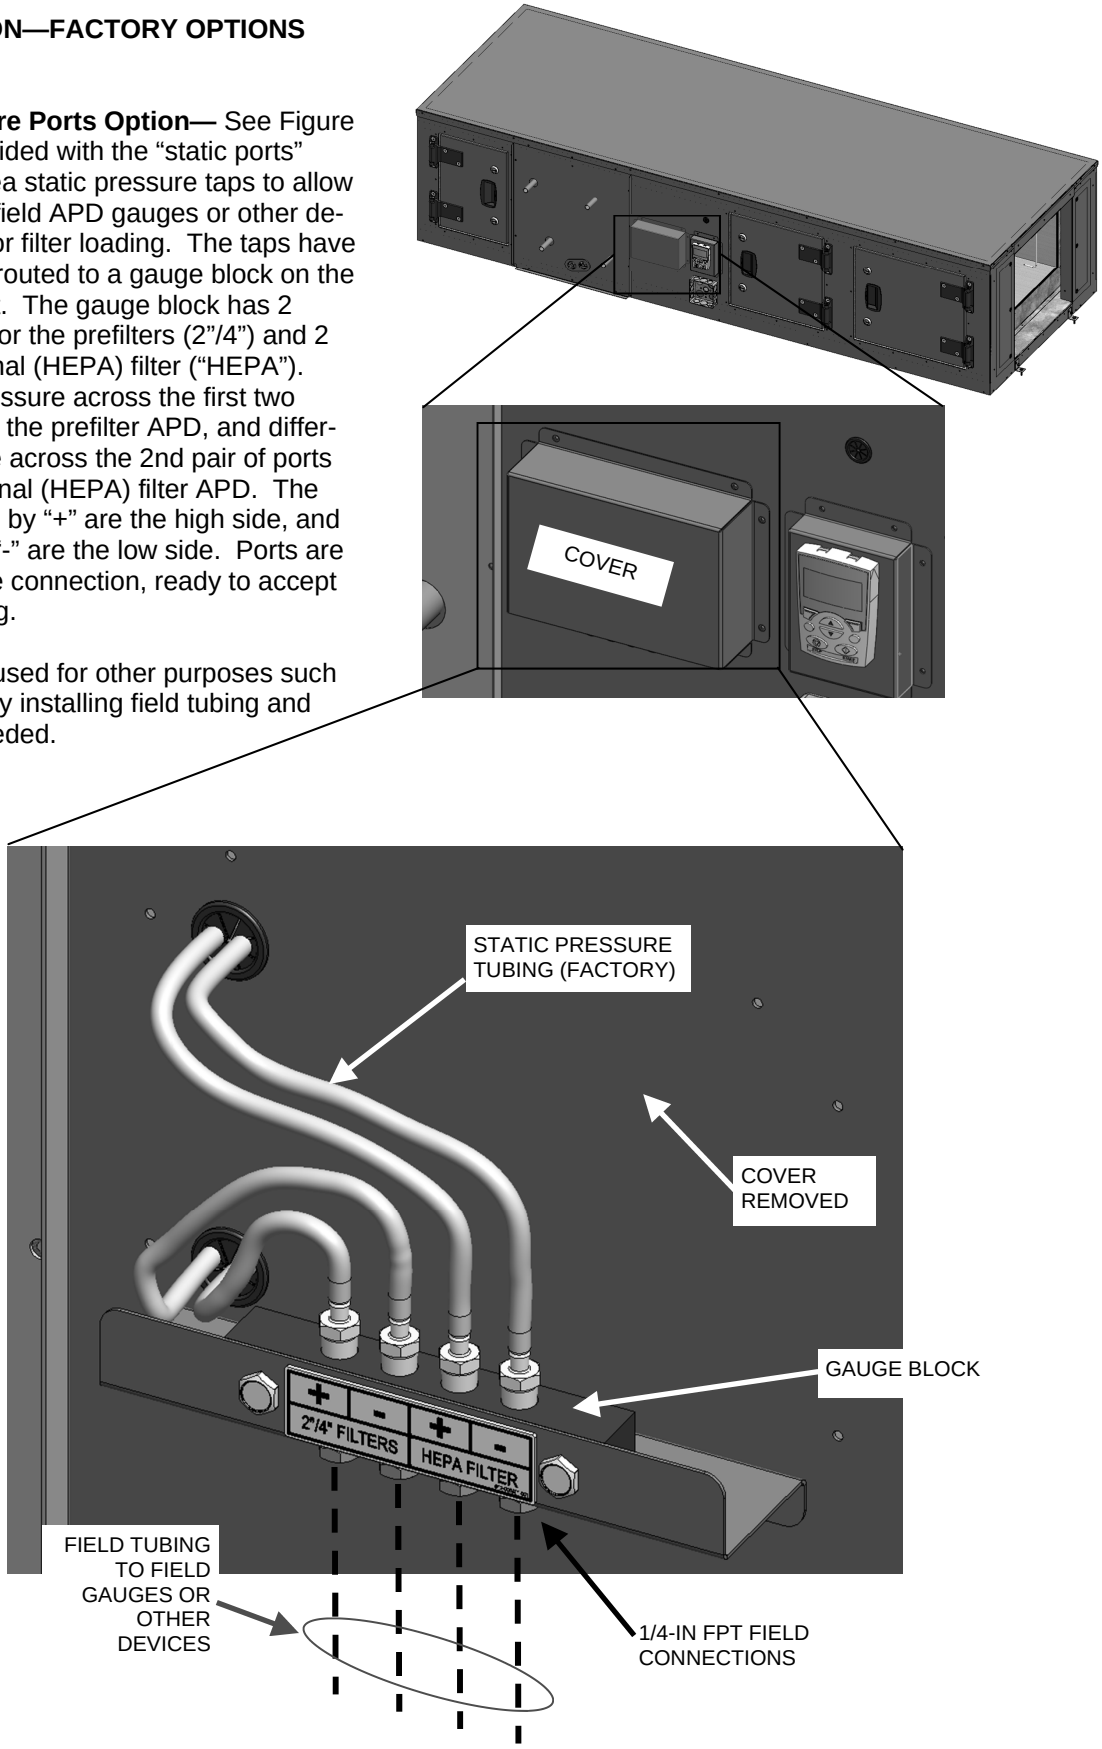

**Fig. 16 — Static Ports Option Details**
**Static Pressure Ports Option—** See Figure 16. Units provided with the “static ports” option have 4ea static pressure taps to allow connection to field APD gauges or other devices to monitor filter loading. The taps have factory tubing routed to a gauge block on the side of the unit. The gauge block has 2 ports marked for the prefilters (2”/4”) and 2 ports for the final (HEPA) filter (“HEPA”). Differential pressure across the first two ports indicates the prefilter APD, and differential pressure across the 2nd pair of ports indicates the final (HEPA) filter APD. The ports indicated by “+” are the high side, and the ports with “-” are the low side. Ports are hose barb type connection, ready to accept 1/4” poly tubing.